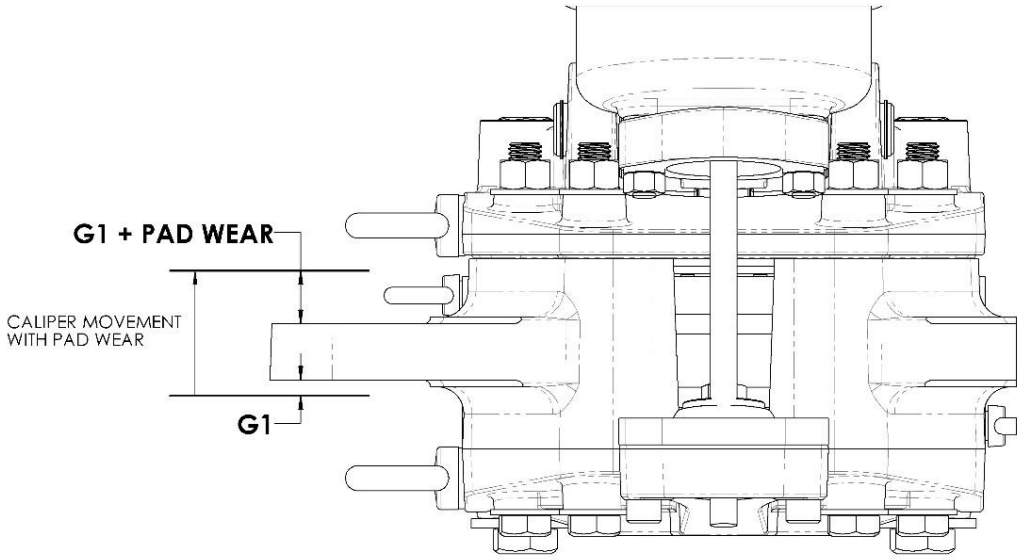

Figure 7: Caliper location in bracket
9. Squeeze the levers together so they are bottomed out on the factory set levelling screws as shown in Figure 7 A.
10. With the levers squeezed together, advance the ball on the actuator push rod until it is seated in the ball socket on the mating lever as shown in Figure 7 A.
11. Apply Loctite 243 to the threads of the ball retainer screws. Snug up the ball retainer onto the ball ensuring even clamping pressure as shown in Figure 7 A.
12. Advance the ball adjustment collar out ¼ turn to ensure the levers are not bottomed out on the caliper body. Turning the collar in the direction shown in Figure 7 A will separate the levers away from the caliper body.
13. Verify the levers are not bottomed out on the caliper body by sliding the levers back and forth as shown in Figure 7 B.
14. Measure the height of the actuator with respect to the caliper body mounting surface and check against Dimension 'B' from Appendix A. Adjust the levelling screws and rod ball until Dimension 'B' is met and the levers are evenly positioned away from the frame centerline. See Figure 7 C for levelling screw adjustment.
18. As shown in Figure 7 D, loosen the wear adjustment lock screw on the plunger. Retract the wear
9. Position the mounting bracket so that the caliper mounting ears are at the correct position within the bracket. Both mounting ears should be checked. Refer to Figure 7 and the instructions below: